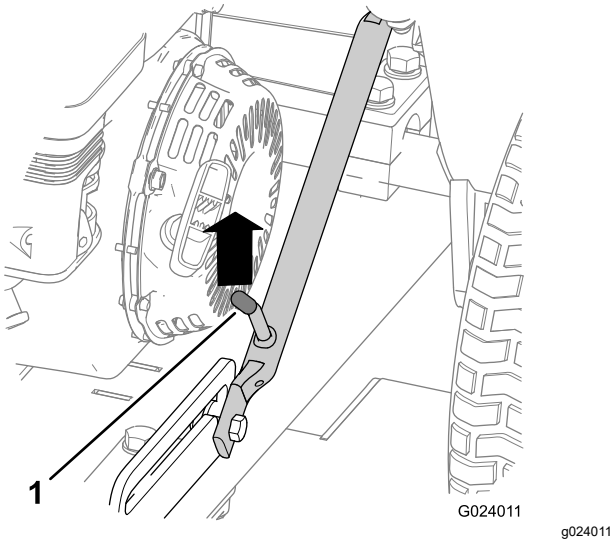
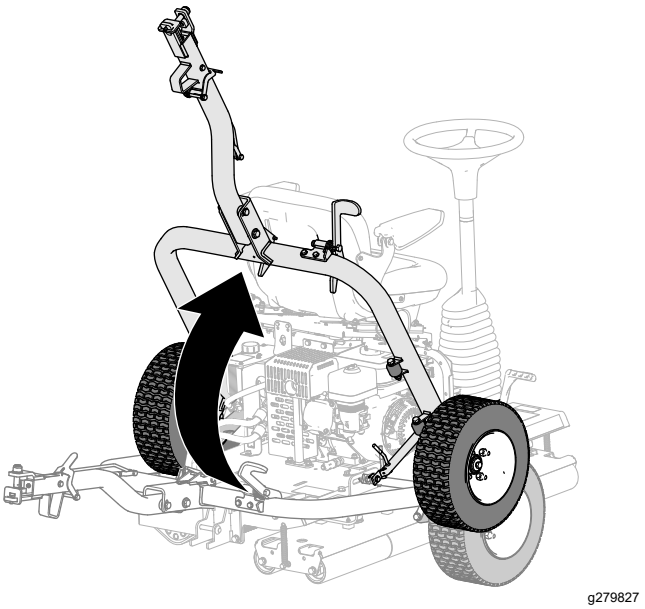

**Рисунок 17**
**Рисунок 22**
1. Поднимайте сцепку, пока фиксирующий рычаг не выйдет из зацепления с прорезью защелки (Рисунок 17).
5. Поднимайте сцепку (Рисунок 22), пока фиксирующий рычаг не войдет в зацепление с прорезью защелки (Рисунок 17).